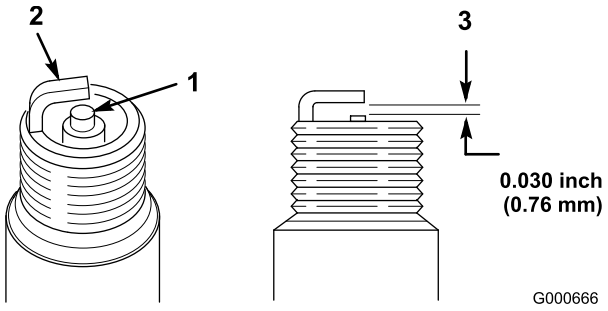

Figur 26
1. Se på midten av tennpluggen (Figur 26). Hvis du ser en lysebrun eller grå farge på isolatoren, fungerer motoren som den skal. Et svart belegg på isolatoren betyr som regel at luftrenseren er skitten.
2. Kontroller mellomrommet mellom midten og siden på elektrodene (Figur 26) og bøy sideelektroden hvis mellomrommet ikke er korrekt.